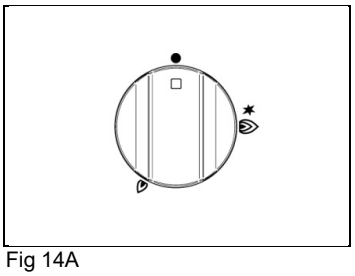

Fig 14A
- Om de gasbrander te ontsteken draai en druk de knop tegen de wijzers van de klok in (Fig.14A-14B) naar de positie van de grote vlam.